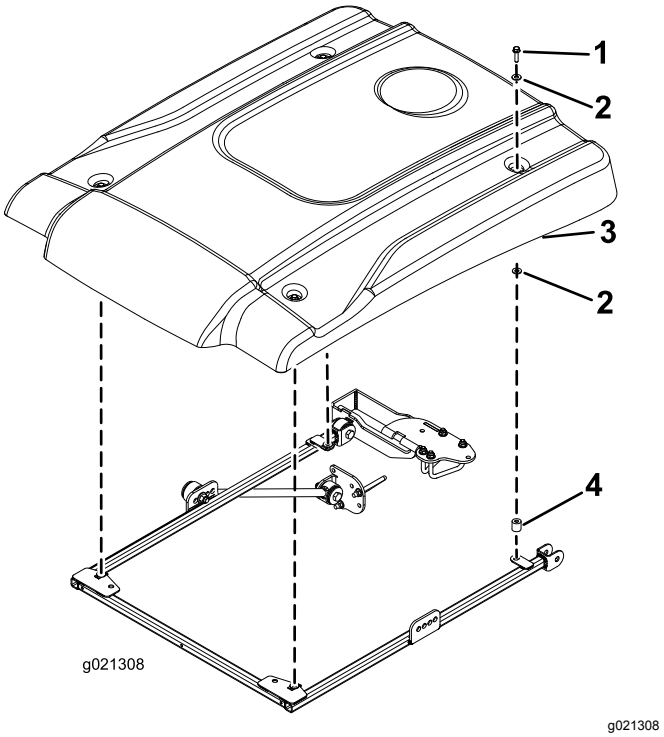

Figura 23
16. Ao alinhar os furos de montagem, posicione o toldo na estrutura como se mostra na Figura 23.
17. Monte, sem apertar completamente, cada canto do toldo na estrutura com um parafuso de cabeça flangeada (5/16 pol. x 2¼ pol.), duas anilhas pequenas e um espaçador (Figura 23). Posicione uma anilha em cada lado do olhal de borracha do toldo. Posicione o espaçador entre a pequena anilha inferior e a estrutura.